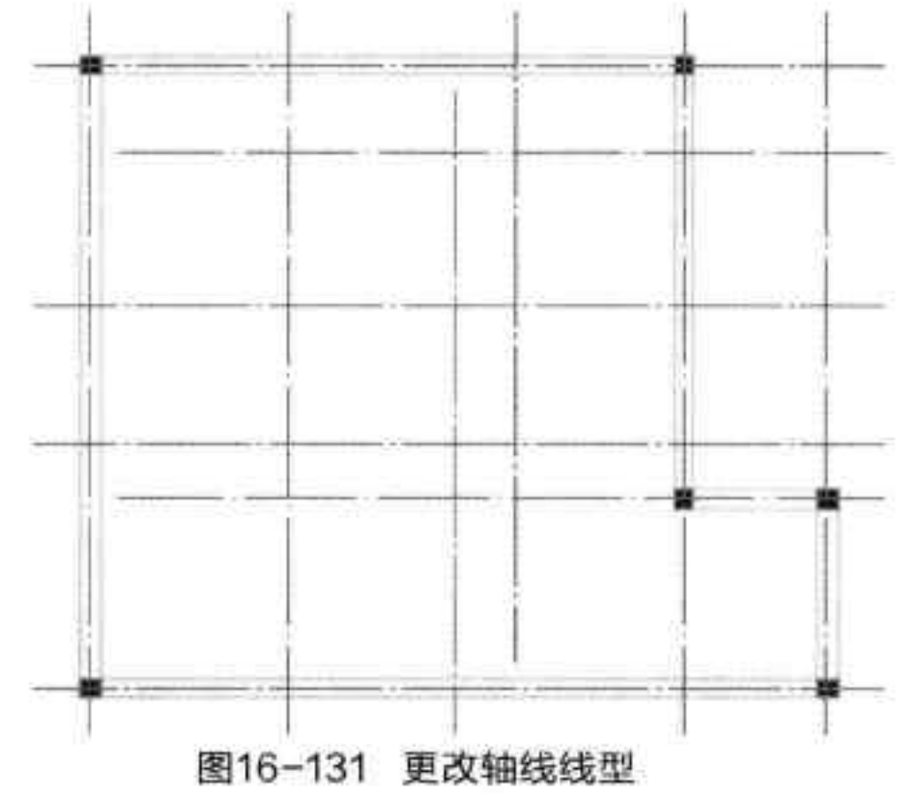

图16-131 更改轴线线型
Step14 执行“轴网柱子 > 轴改线型”命令，更改轴线线型，如图 16-131 所示。